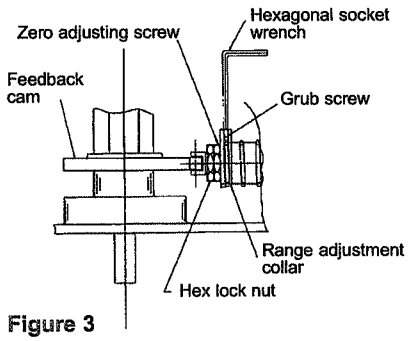

Figure 3
6. If the actuator does not reach the OPEN position at 15 psig, this is indicative of the spring ratebeing too high. Loosen the grubscrew in the range adjustment collar, (see Fig. 3), hold the collarstationary using a hexagon socket wrench, and turn the spring slightly clockwise. This will movethe actuator even further away from fully OPEN and the zero adjusting screw must be used toachieve fully OPEN.